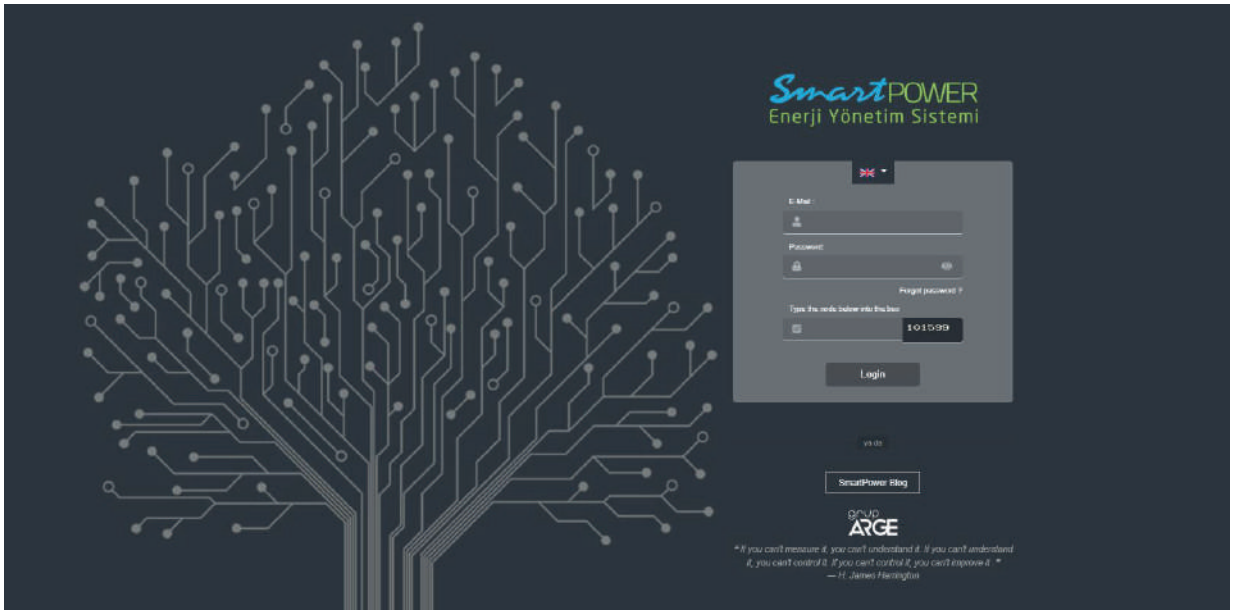

Figure 6.1
1. Visit **www.enerjitakibi.com.** You will see the login screen as shown in Figure 6.1.